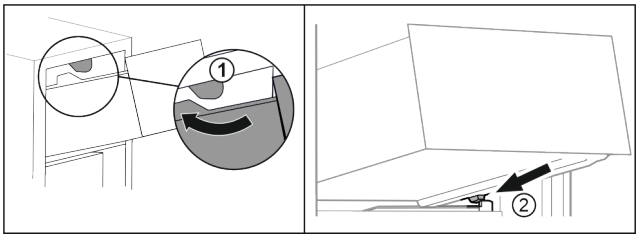

Fig. 21
▶ Schubfach um die oberen Stopper herumführen *Fig. 21 (1)*.
▶ Schubfach schräg hinter den unteren Stoppern auf die Behälterrippe aufsetzen *Fig. 21 (2)*.